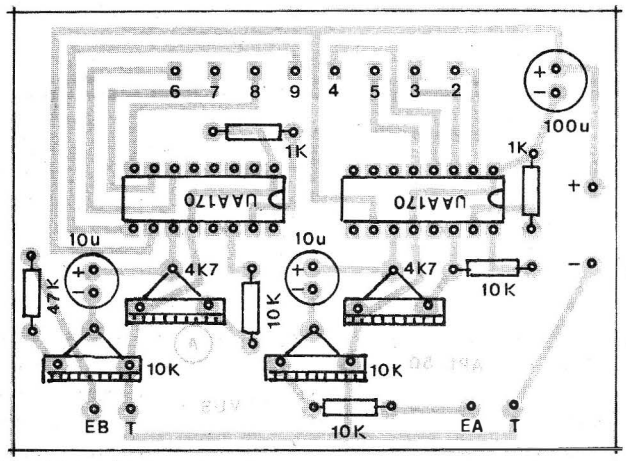

Fig.4
- **FIG. 4** - "CHAPEADO DA MONTAGEM - PLACA "A" - Vista pelo lado não cobreado, a placa "A" mostra a estilização, codificação, polaridades, etc. de todos os principais componentes nela acomodados... Atenção, principalmente, ao posicionamento dos dois Integrados (ambos com suas extremidades marcadas voltadas para a direita, no ângulo em que a placa é observada...) e com as polaridades dos três capacitores eletrolíticos. Quanto aos demais componentes, cuidado para não "trocar as bolas" dos seus valores em função dos lugares que ocupam (isso também vale para os **trim-pots**...). Conferir tudo ao final, inclusive quanto ao estado dos pontos de solda (pela face cobreada, oposta à vista na figura...), antes de cortar as "sobras" de terminais... Observar a codificação aplicada às diversas ilhas/furos periféricas, destinadas às conexões externas e inter-placas...